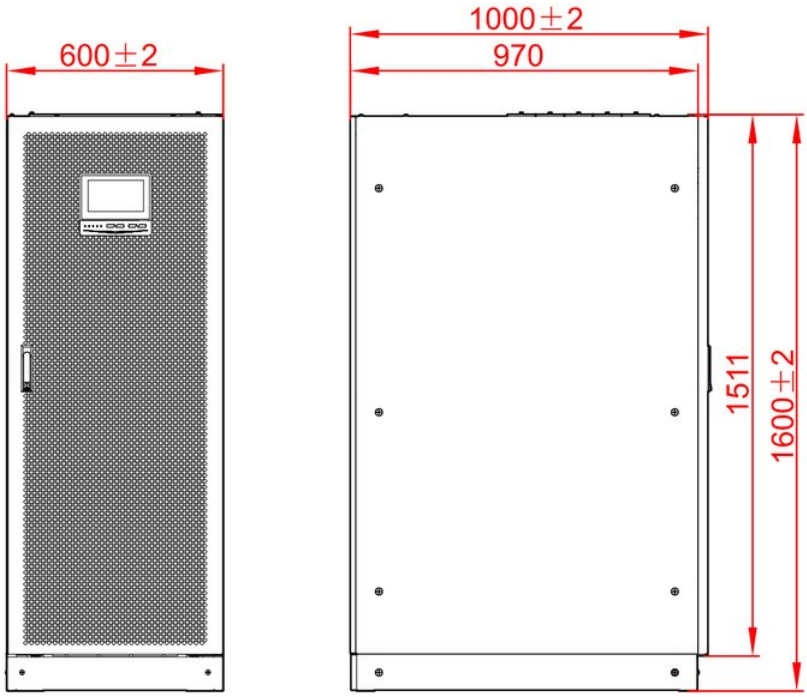

FIGURE 3-16 Size of 160K, 200K (unit: mm)
1. Plan the installation position according to the UPS dimensions (Figure 3-16) and the clearance requirements (see 3.2.3 Installation Space).